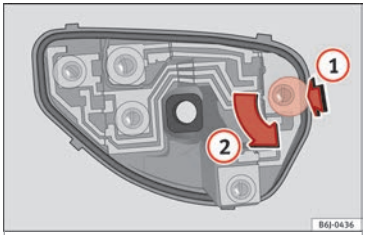

Fig. 107 Changing the tail light bulbs
• When the bulb holder has been removed, press in the direction of the arrow (1) and at the same time, turn in the direction of the arrow (2) ››› **Fig. 107**